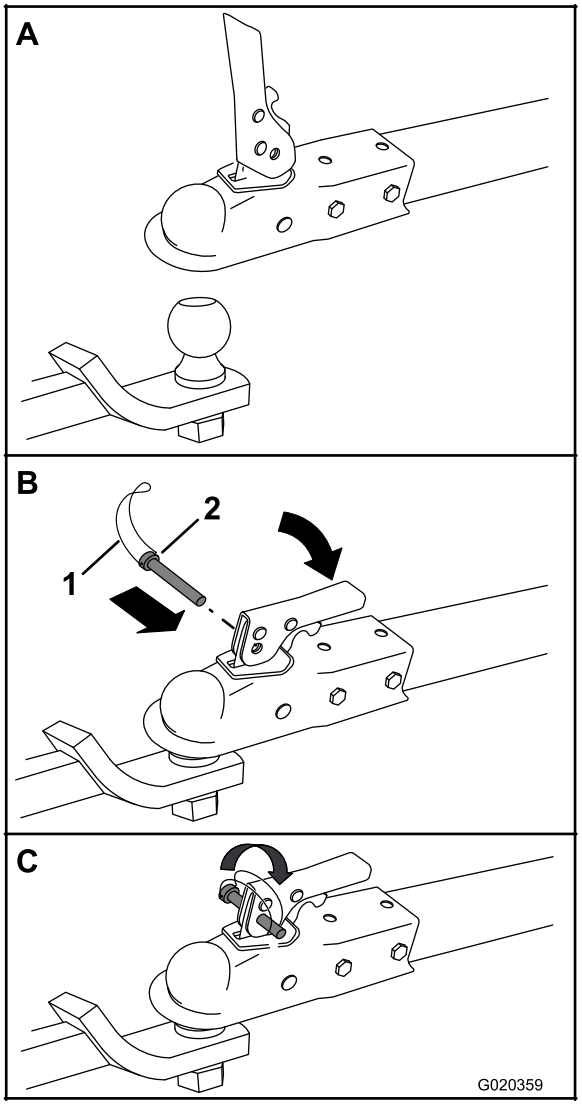

Figura 19
3. Abra la palanca del acoplamiento (Figura 19).
4. Posicione el acoplamiento sobre la bola de enganche (Figura 19).
5. Cierre la palanca del acoplamiento (Figura 19).
6. Abra el seguro del pasador de seguridad e introduzca el pasador a través del taladro del acoplamiento (Figura 19).
7. Gire el extremo libre del seguro sobre el extremo del pasador de seguridad que sobresale del acoplamiento (Figura 19).